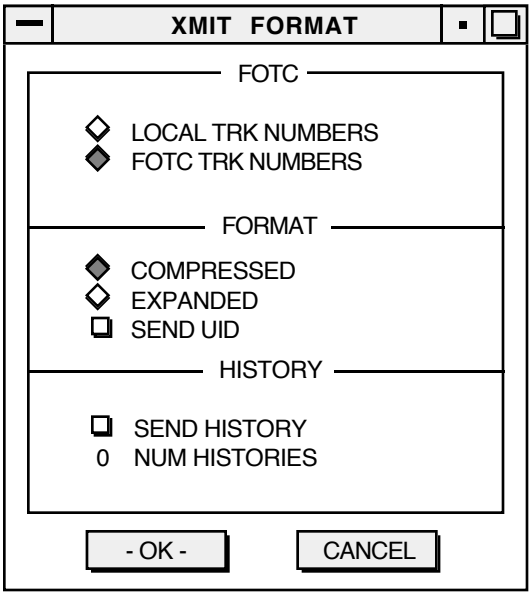

Figure11.10 -1 XMIT Format Window
3. Specify the transmission format in the XMIT FORMAT window (Figure11.10 -1).